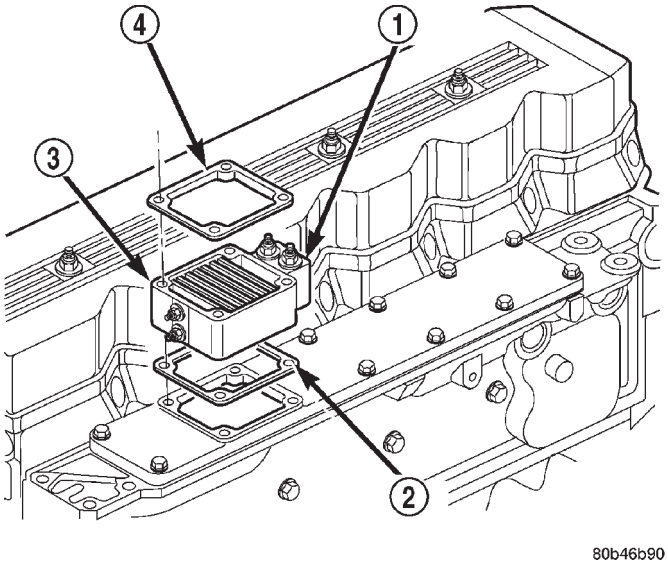
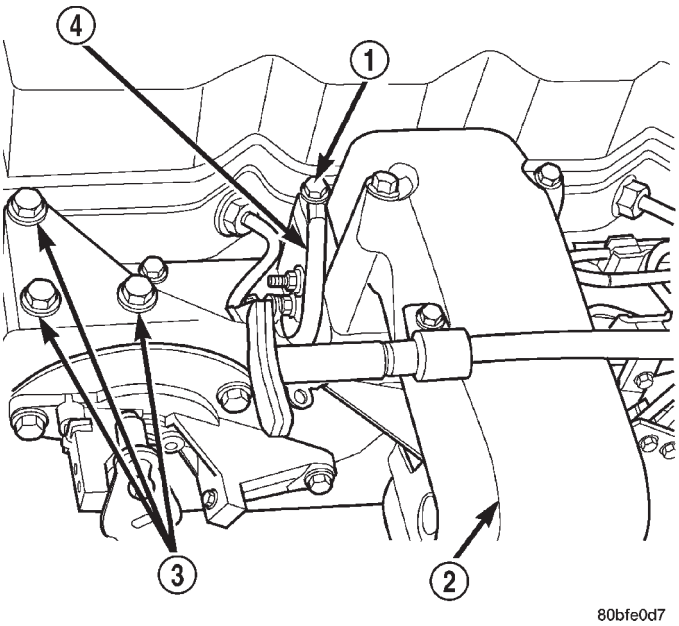
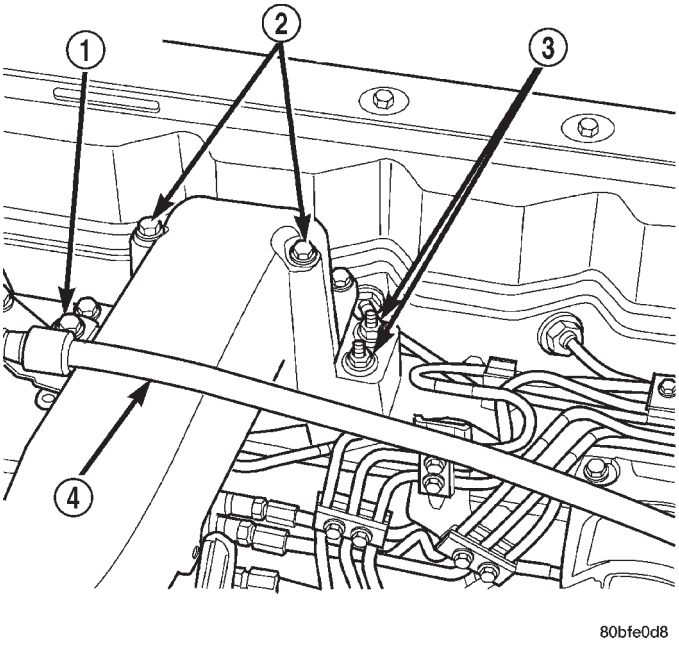

Fig. 26 Intake Manifold Air Heater Element Location
Fig. 27 Air Intake Housing (Front View)
Fig. 28 Air Intake Housing (Rear View)
The 2 intake manifold air heater elements are attached to a metal block located at the top of the intake manifold (Fig. 26). If servicing either of the heater elements, the entire block/element assembly must be replaced.
(4) Remove engine oil dipstick tube mounting bolt (Fig. 28). Position dipstick tube to the side.
(5) Disconnect heater electrical cables at cable mounting studs (Fig. 28).
(6) Disconnect ground cable bolt and ground cable from housing (Fig. 27).
(7) Remove 4 housing bolts (Fig. 28).
(8) Remove air intake housing from top of heater elements.
(9) Remove heater element assembly from intake manifold.
(10) Clean old gasket material from air intake housing and intake manifold.
(11) Clean old gasket material from both ends of heater block (Fig. 26).
(1) Using 2 new gaskets, position element assembly and air housing to intake manifold.
(2) Position ground cable (Fig. 27) to air housing.
(3) Install 4 housing bolts and tighten to 24 N·m (18 ft. lbs.) torque.
(4) Connect heater cables at cable mounting studs (Fig. 28). **Do not allow the cable eyelets to contact any other metal source other than the cable nuts/studs.**
(5) Install engine oil dipstick tube and mounting bolt.
(6) Connect rubber hose to air intake housing.
(7) Connect clamp to rubber hose at air intake housing.
(8) Connect both negative battery cables at both batteries.